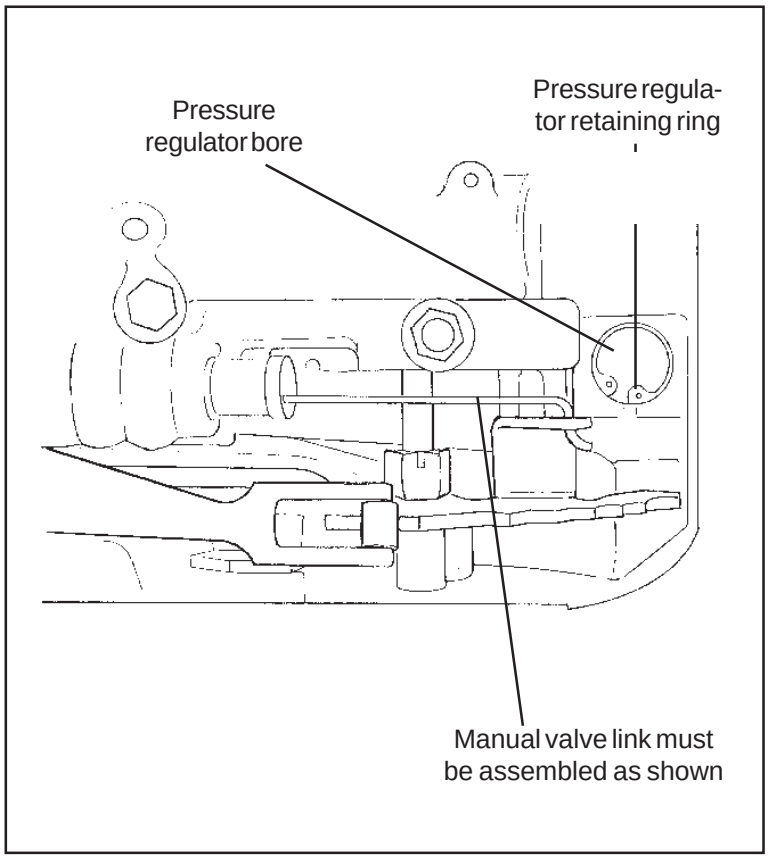

Figure 6
Remove the snap ring at the end of the pressure regulator bore in the oil pump assembly **(See Fig. 6.)** Use a screwdriver to hold the pressure regulator assembly while removing the retaining ring. If the sleeves stick in the bore, lightly rap the sleeve with a small rod and a mallet. Remove two sleeves with valves and the pressure regulator spring. The pressure regulator valve may fall out but it does not need to be removed.
STEP 19. Valve body installation. Make sure check balls are in proper locations. Position the manual valve so the link rod can be engaged **(See Fig. 6.)** The link rod must be placed into the hole of the manual rod at a right angle, then rotated to allow the valve to enter the valve body bore. Do not force the valve at any time. When the valve is fully engaged, align the valve body and case holes then install one bolt finger tight to hold valve body in place. Engage all of the remaining bolts to finish lining up the separator plate and gaskets **(See Fig. 2.)** Tighten all the valve body, auxiliary valve body (or cover) and accumulator bolts **(except cross over tube clamp bolts and throttle valve linkage bolts)** to 11 NM (8 Ft. Lb.) **Avoid striped threads, Do not over tighten bolts.**